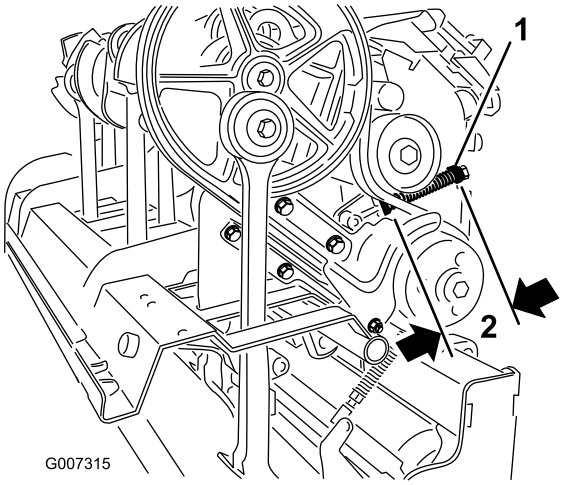

Figur 30
C. Lossa låsmuttern som håller fast fjäderhållaren (Figur 30).
D. Justera fjäderhållaren så att önskad komprimerad fjäderlängd uppnås (Figur 30).